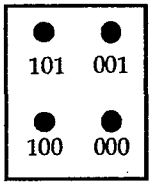

Figure 9-8. Backplane Pin Positions (000, 100, 001, and 101)
1. Remove the backplane cover and visually inspect the backplane pins for connector 0148; verify that pins 000, 100, 001 and 101 (four pins in the bottom rows) are not shorted together. See Figure 9-8 for pin positions.